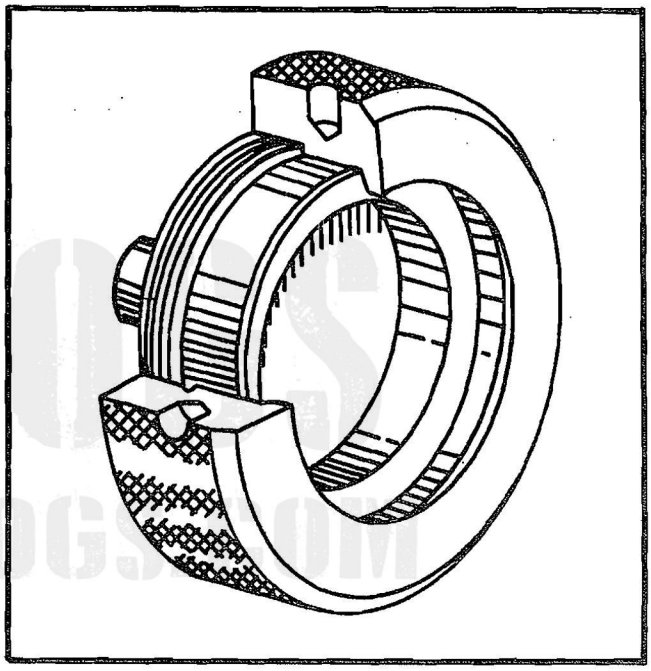

Figure 112—Valve Stem Polishing Holder 804051
d. Hard grit blast intake and exhaust valve heads, valve springs, and valve washers. Prior to blasting, cover the valve stems with rubber tubing, masking, or friction tape. Insert a rubber plug in the valve washer hole. Remove the stem covering after grit blasting. Chuck intake and exhaust valves in a lathe using holder 804051. See figure 112. Polish stems with 320 grade of abrasive cloth to remove carbon deposits. Use crocus cloth, Specification No. AN-PC-458, wetted with kerosene or petroleum solvent for final polishing. Thoroughly rinse valves, valve washers, and valve springs in petroleum solvent and dry.